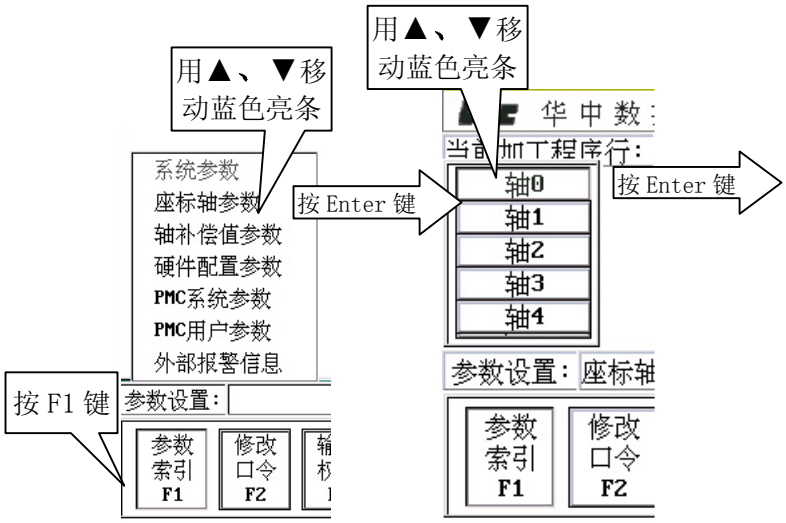

图 9.3.1 参数索引　　图 9.3.2 坐标轴参数索引
(1) 在参数功能子菜单下，按 **F1** 键，系统将弹出如图 9.3.1 所示的参数索引子菜单；
(2) 用▲、▼选择要查看或设置的选项，按 **Enter** 键确定；